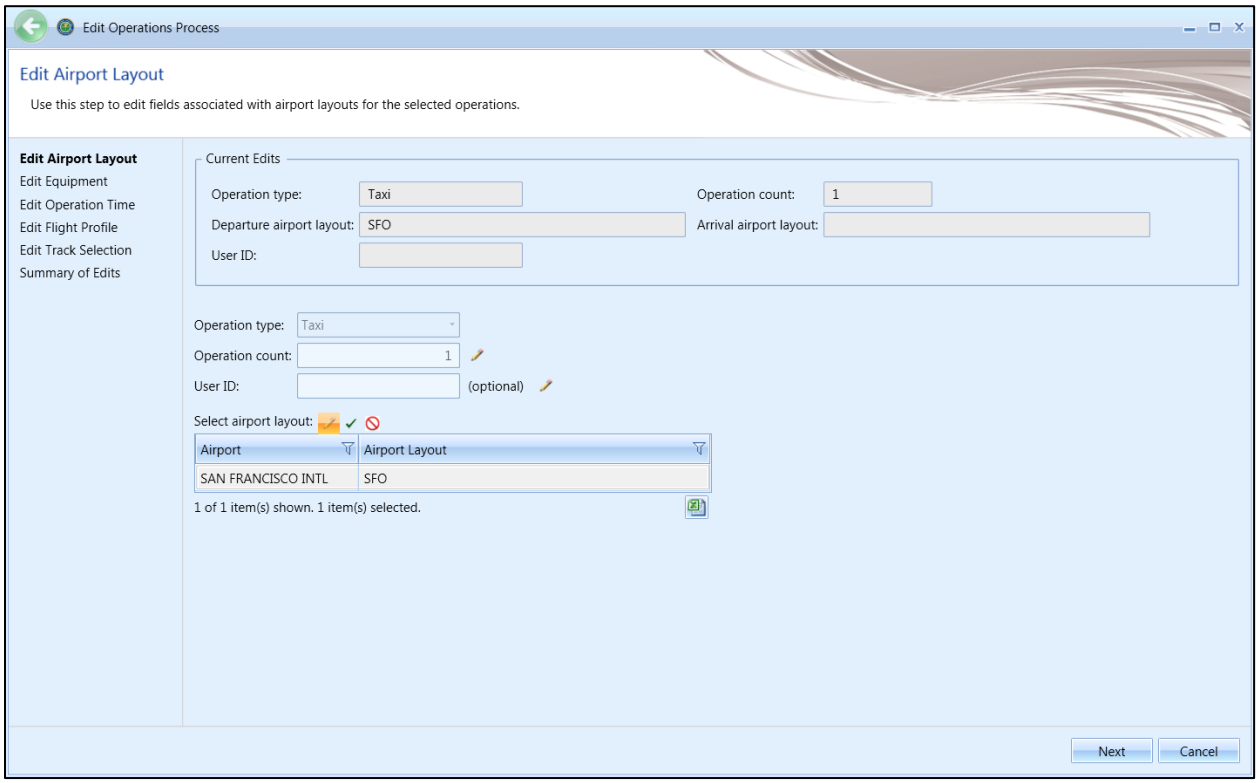

Figure 6-54 Bulk Helitaxi Operations Edit
3. In the *Helitaxi Actions* ribbon group, click *Edit* to open the *Edit Helitaxi Operations wizard* (Figure 6-54).